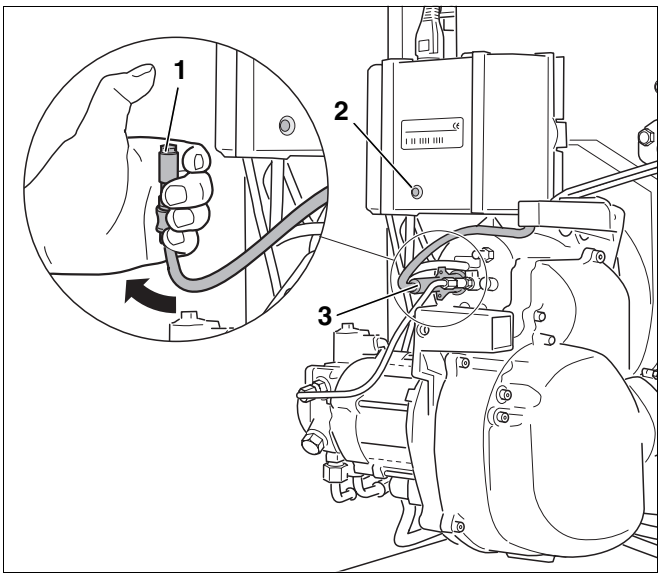

Abb. 43 Flammenfühler auf Funktion prüfen
- Flammenfühler bei laufendem Brenner am vorgesehenen Griff aus der Halterung ziehen (Abb. 43, **Pos. 3**).
- Flammenfühler gegen Licht halten (Abb. 43, **Pos. 1**). Es muss nach Wiederanlauf eine Störabschaltung erfolgen.
- Nach einer Wartezeit von ca. 30 Sekunden den Feuerungsautomaten durch Drücken des Entstörtasters (Abb. 43, **Pos. 2**) oder der Reset-Taste am BC10 entriegeln.